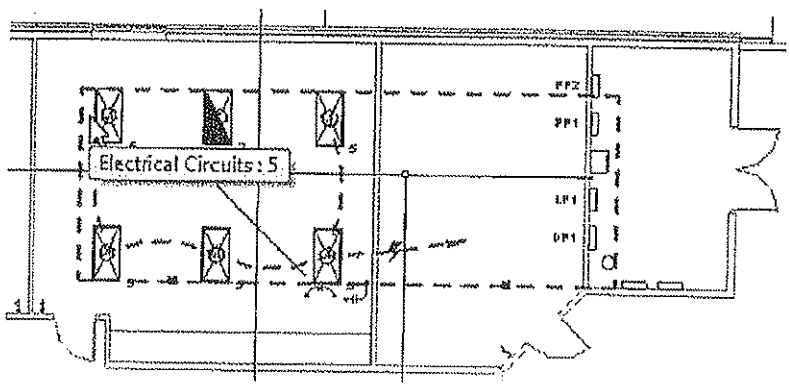

Figure 11–32
3. Hover your cursor over one of the lights in the classroom and press < Tab> to highlight the circuit. Click to select it as shown in Figure 11–32.